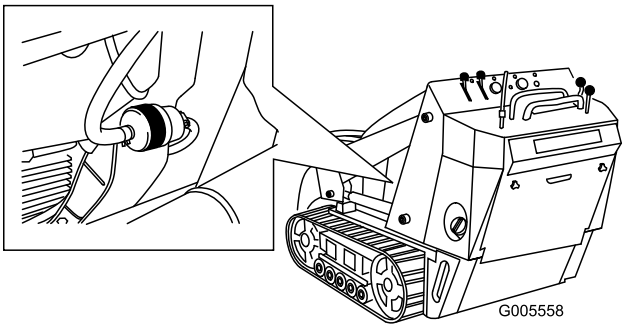

Figur 37
4. Kläm fast bränsleledningarna på båda sidorna av bränslefiltret (Figur 37).
5. Kläm ihop ändarna på slangklämmorna och skjut bort dem från filtret (Figur 37).